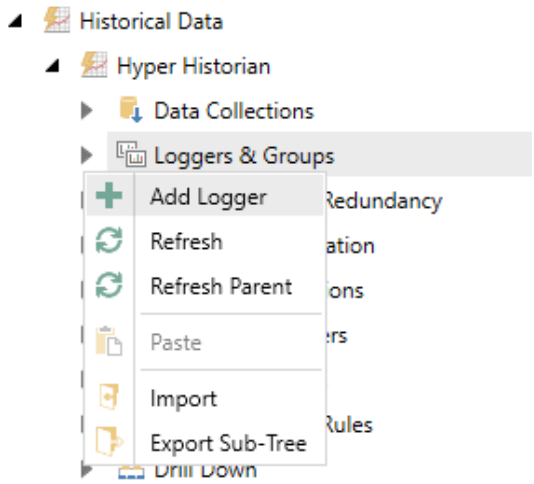

Figure L11.3 – Adding a Logger
3. Right-click on **Loggers & Groups** to select **Add Logger**, as shown in Figure L11.3.